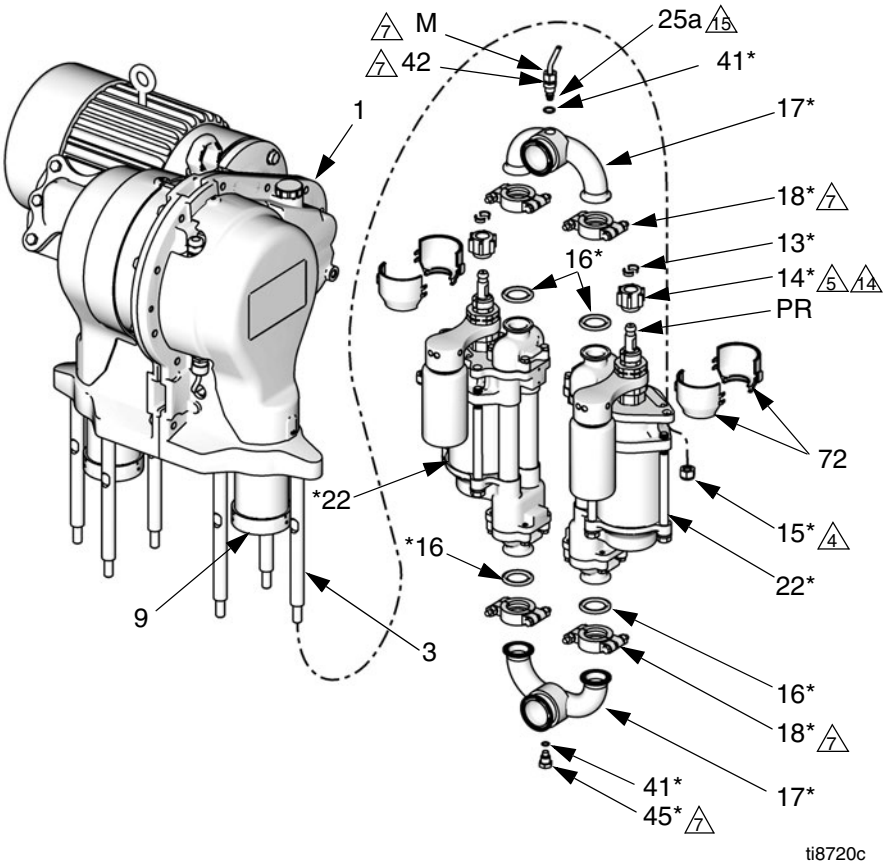

FIG. 2: Fluid Section
10. See FIG. 2. *On pumps with a sensor circuit:* At the pump outlet manifold (17), loosen the transducer nut (M) and unscrew the adapter (42) from the manifold. Remove the transducer (25a) from the manifold port. Remove the existing o-ring (41) and discard.
11. Loosen the clamps (18) at the inlet and outlet manifolds (17). Remove the manifolds and gaskets (16).
12. Remove the coupling nut (14) and collars (13) from the piston rods (PR).
13. Unscrew the locknuts (15). Remove the lower (22). See your separate lower manual for repair instructions.
1. See FIG. 2. Install the coupling nut (14) on the lower's piston rod (PR).
2. Orient the lower (22) to the gear reducer (1) as shown. Position the lower on the tie rods (3). Screw the tie rod locknuts (15) onto the tie rods handtight.
3. Assemble the inlet and outlet manifolds (17) to the lower, using new gaskets (16) and clamps (18). Torque the clamps (18) to 15-20 ft-lb (21-27 N•m).
4. Torque the locknuts (15) to 50-60 ft-lb (68-80 N•m).
5. At the outlet manifold (17):
a. *On pumps with a sensor circuit:* Install a new black o-ring (41) on the transducer (25a). Insert the transducer into the outlet manifold (17). Torque the adapter (42) first, then the nut (M) to 15-20 ft-lb (21-27 N•m).
b. *On pumps without a sensor circuit:* Install a black o-ring (41) on the plug (45). Screw the plug into the outlet manifold (17) and torque to 15-20 ft-lb (21-27 N•m).
6. Install a black o-ring (41) on the plug (45). Screw the plug into the inlet manifold (17) and torque to 15-20 ft-lb (21-27 N•m).
7. Ensure that the collars (13) are in place in the coupling nut (14).
8. Place a 3/4 in. wrench on the flats of the slider piston (9), to keep it from turning when you are tightening the coupling nut (14). Orient the wrench so it is braced against one of the tie rods (3) or pump stand. Tighten the coupling nut (14) onto the slider piston (9) and torque to 75-80 ft-lb (102-108 N•m).
9. Install the shields (72) by engaging the bottom lips with the groove in the wet-cup cap. Snap the two shields together.